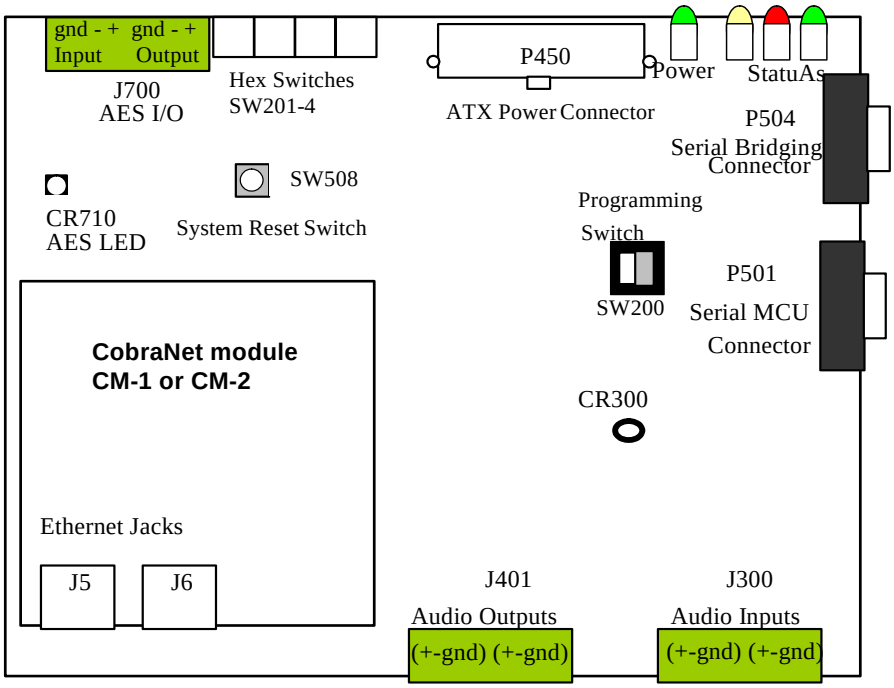
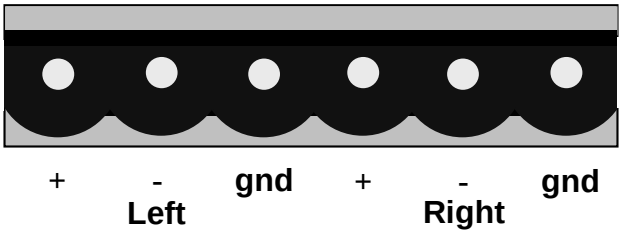
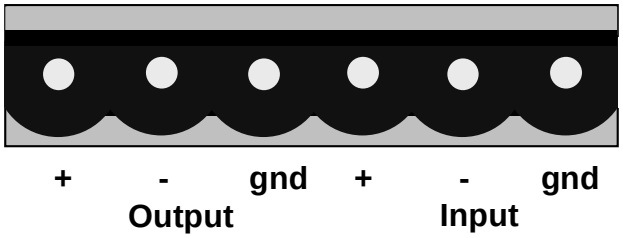

Figure 2. Connector, Switch and Jack Locations
Figure 3. Analog Audio Input and Output Phoenix-style Connectors
Figure 4. AES3 I/O Phoenix-style Connector
- Using the supplied Phoenix connectors, build audio input and output cables and two AES3 cables (if desired). These will be used to connect your audio input and output devices to the EV-2 modules. For analog audio pin assignments, see *Figure 2* or *Figure 3* below. For AES3 pin assignments, see *Figure 4* below.
Audio Input Connector: Phoenix-style connector for two-channel balanced audio input, +14.4 dBu maximum (0 dBFS). Refer to *Figure 3* for the signal connection.
Audio Output Connector: Phoenix-style connector for two-channel balanced audio output, +8.3 dBu maximum (0 dBFS). Refer to *Figure 3* for the signal connection.
AES3 I/O Connector: Phoenix-style connector for an AES3 stream. Refer to *Figure 4* for the signal connection. For the AES3 tranceiver to operate properly a vailid AES3 signal must be provided at the AES3 input.